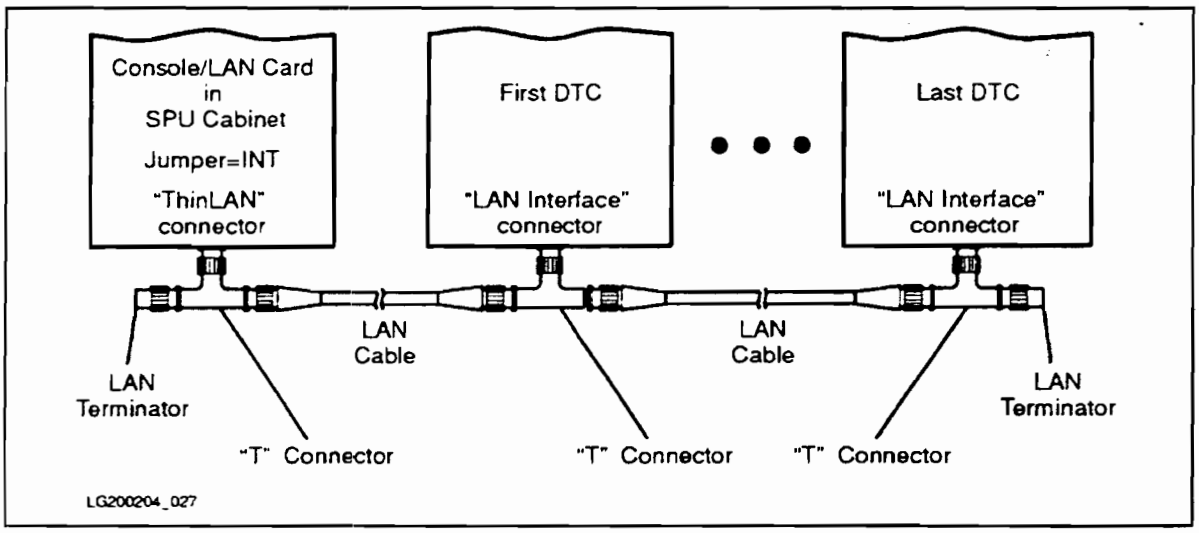

Figure 11d-5. Connecting LAN/Console Card to DTCs (CS 99x CX and CS 890/CS T500)
5. For 990/992 DX systems (Figure 11d-6):